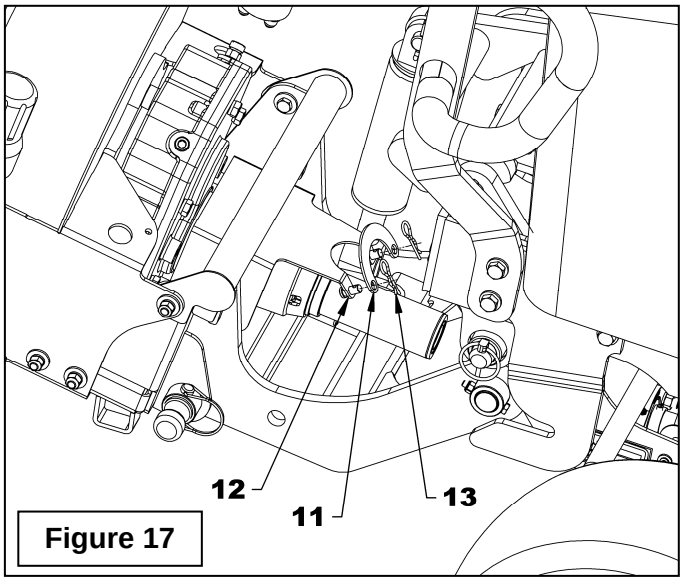

Figure 17
Figure 17 : Retirer le support en "U" (item 11) qui retient le demi arbre à cardan femelle de la souffleuse et fixez-le sur les goupilles soudées (item 12) dans le sens opposé (vers le haut) avec deux goupilles en épingles 2.5mm x 40mm (item 13).